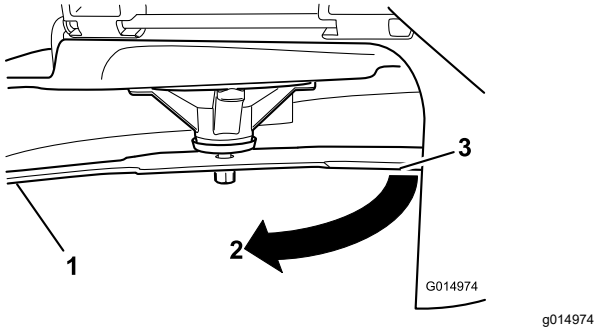

Figur 66
3. Målt avstand mellom blad og overflate (A)
4. Roter den samme kniven 180 grader så den motsatte kniveggen nå er i samme stilling (Figur 66).